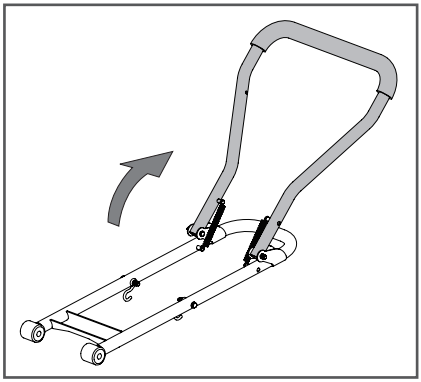

Рис. 2 Раскладка рабочей рукоятки
1. Разложите рабочую рукоятку, как показано на Рис. 2.